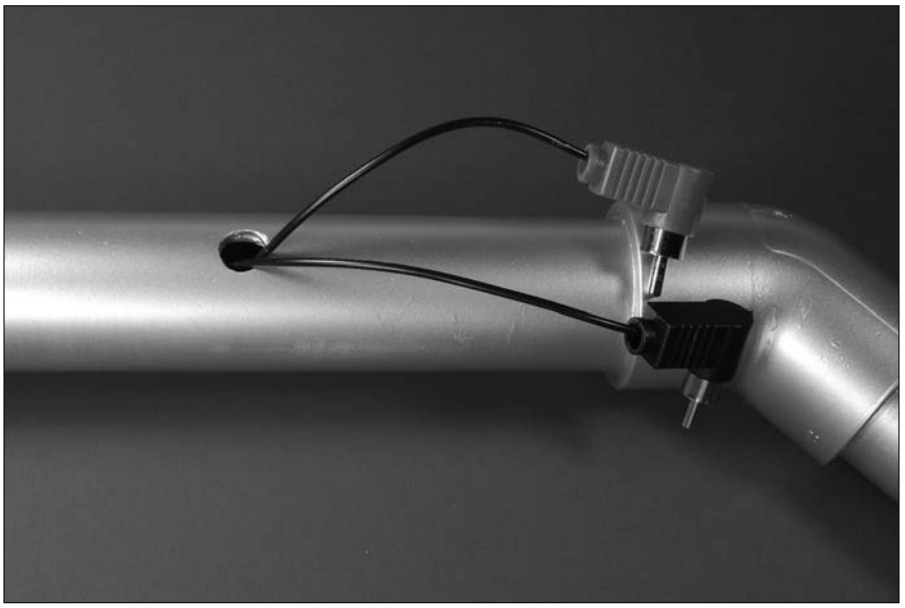

Figure 12-16: Phono plugs attached to wires from inductors.
11. **Cut the wires to allow three inches to extend from the ⅜" hole in the pipe and attach each wire to a right-angle phono plug, as shown in Figure 12-16.**